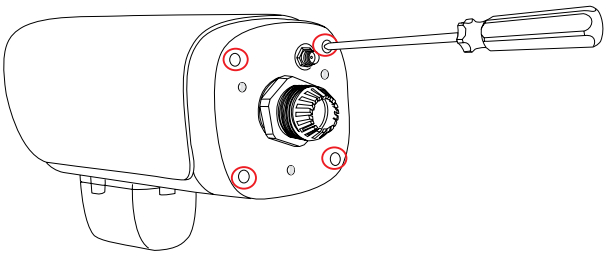

Abb. 1
1. Lösen Sie die vier Schrauben auf der Rückseite des Gehäuses. **(siehe Abb.1)**